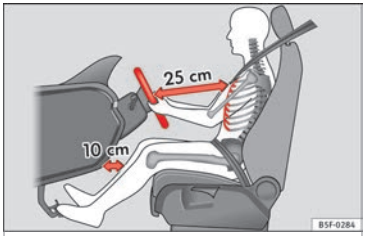

Fig. 71 The proper distance between driver and steering wheel
– Adjust the steering wheel so that there is a distance of at least 25 cm between the steering wheel and the centre of your chest ››› **Fig. 71**.
the chest and the centre of the steering wheel ››› Fig. 71. If you are sitting closer than 25 cm, the airbag system cannot protect you properly.